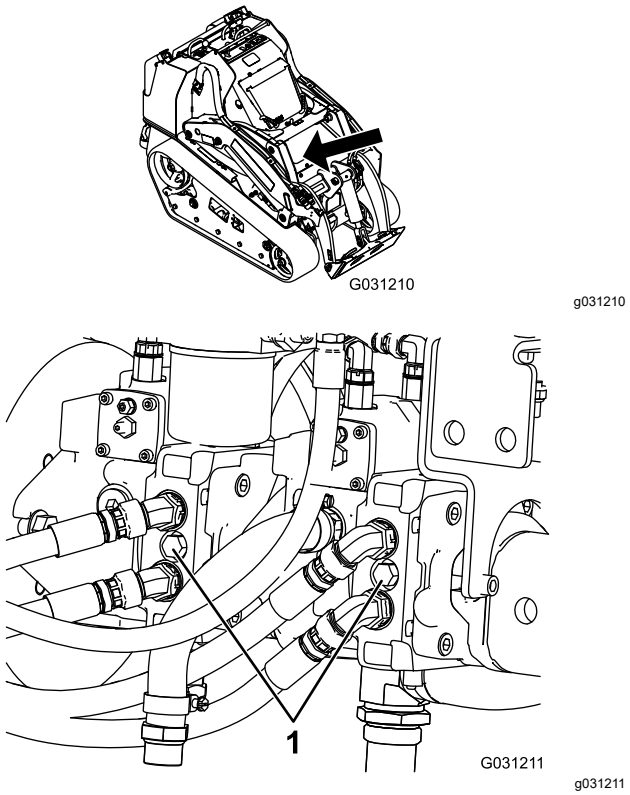

Figur 26
4. Använd en skiftnyckel och vrid bogserventilerna på hydraulpumparna två varv moturs (Figur 26).